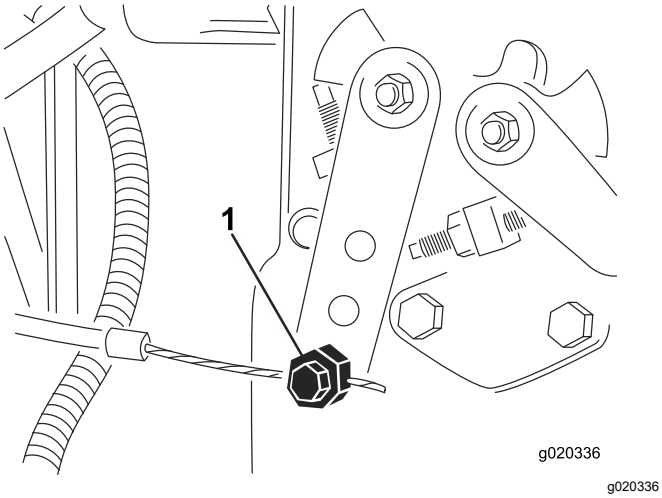

Figuur 79
3. Maak de klem van de gaskabel op de hefboomarm van de injectiepomp los (Figuur 79).